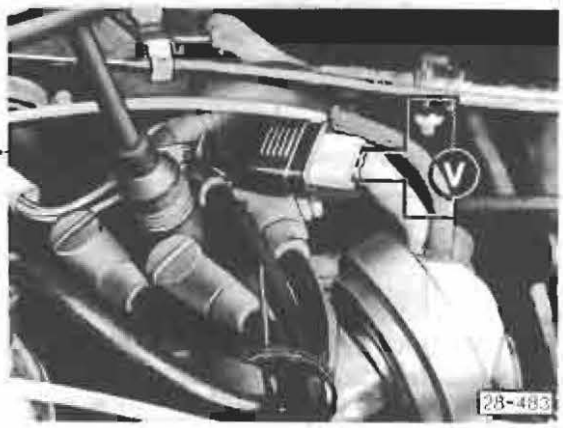

Fig. 5 Hall generator plug on ignition distributor (disconnected)
⑥ Voltage supply for Hall control unit/Hall generator not OK
– connect voltmeter on outer contacts of plug (see Fig. 5)